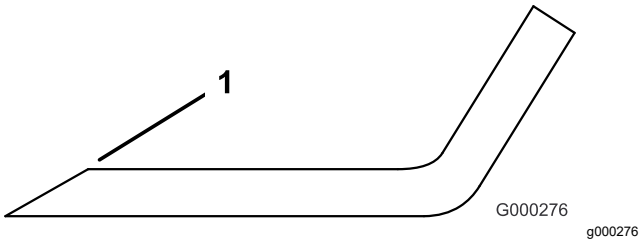

Figur 125
3. Undersøg alle skæreknivenes skær og slib skærene, hvis de er sløve eller hakkede (Figur 125).
Bemærk: Slib kun toppen af skæret, og bevar den oprindelige klippevinkel for at sikre skarpheden (Figur 125). Skærekniven forbliver afbalanceret, hvis du fjerner den samme mængde metal fra begge skær.